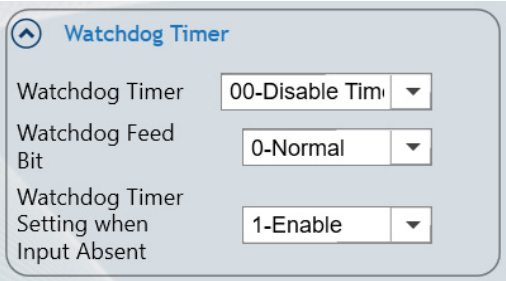

Figure 15: Watchdog Timer Settings
4. Select the watchdog timer settings (see Figure 15).